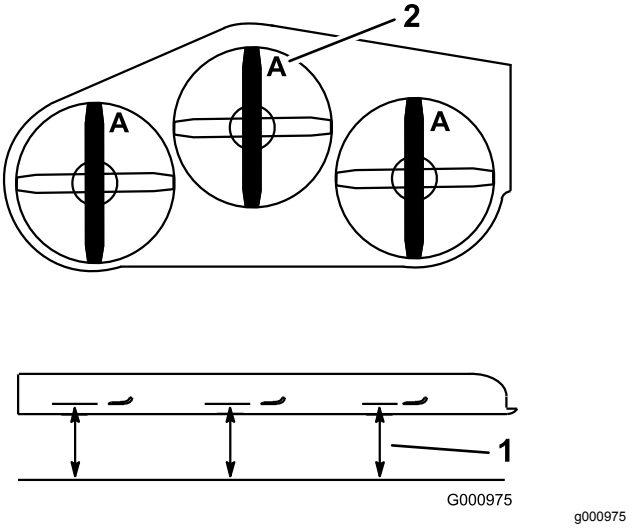

Figur 76
2. Mål fra en plan overflade til skæreknivenes skærekant, position **A** (Figur 76).